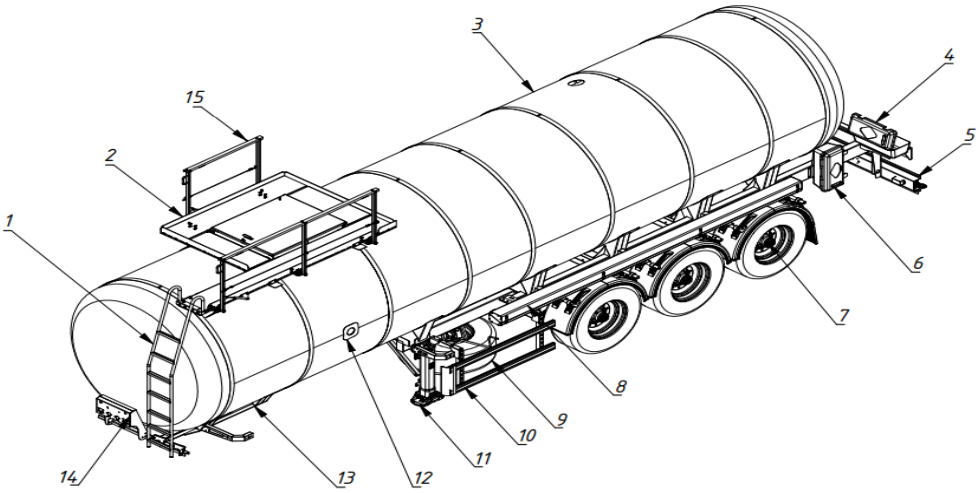

Рис. 2.1 - общий вид полуприцепа типа 928010 модификации 928010-02, 928010-03
- тип 928010 модификации 928010-02, 928010-03 рис. 2.1, 2.2,
Для обеспечения безопасной и удобной работы обслуживающего персонала на передней стороне, полуприцепа расположена лестница (1), в верхней части расположен трап, состоящий из противоскользящего настила (2) и подъемного ограждения (15) (см. рис. 2.1, 2.2, 2.3, 2.4, 2,5). В качестве дополнительной опции возможно расположение лестницы сбоку полуприцепа.